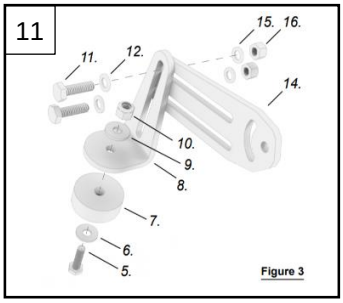

Figure 3
11. Locate the preload extension brackets with hardware. With the 7/16" wrench and socket, attach the rubber bump as shown to the base support bracket (#8 in Figure 3,XL Linkable Instructions). With the longer bolts in the support bracket parts bag, reattach the link to the light with the extension bracket (#14 in Figure 3, XL Linkable Instructions) in between the link and the light housing. Leave the bolts slightly loose for now.